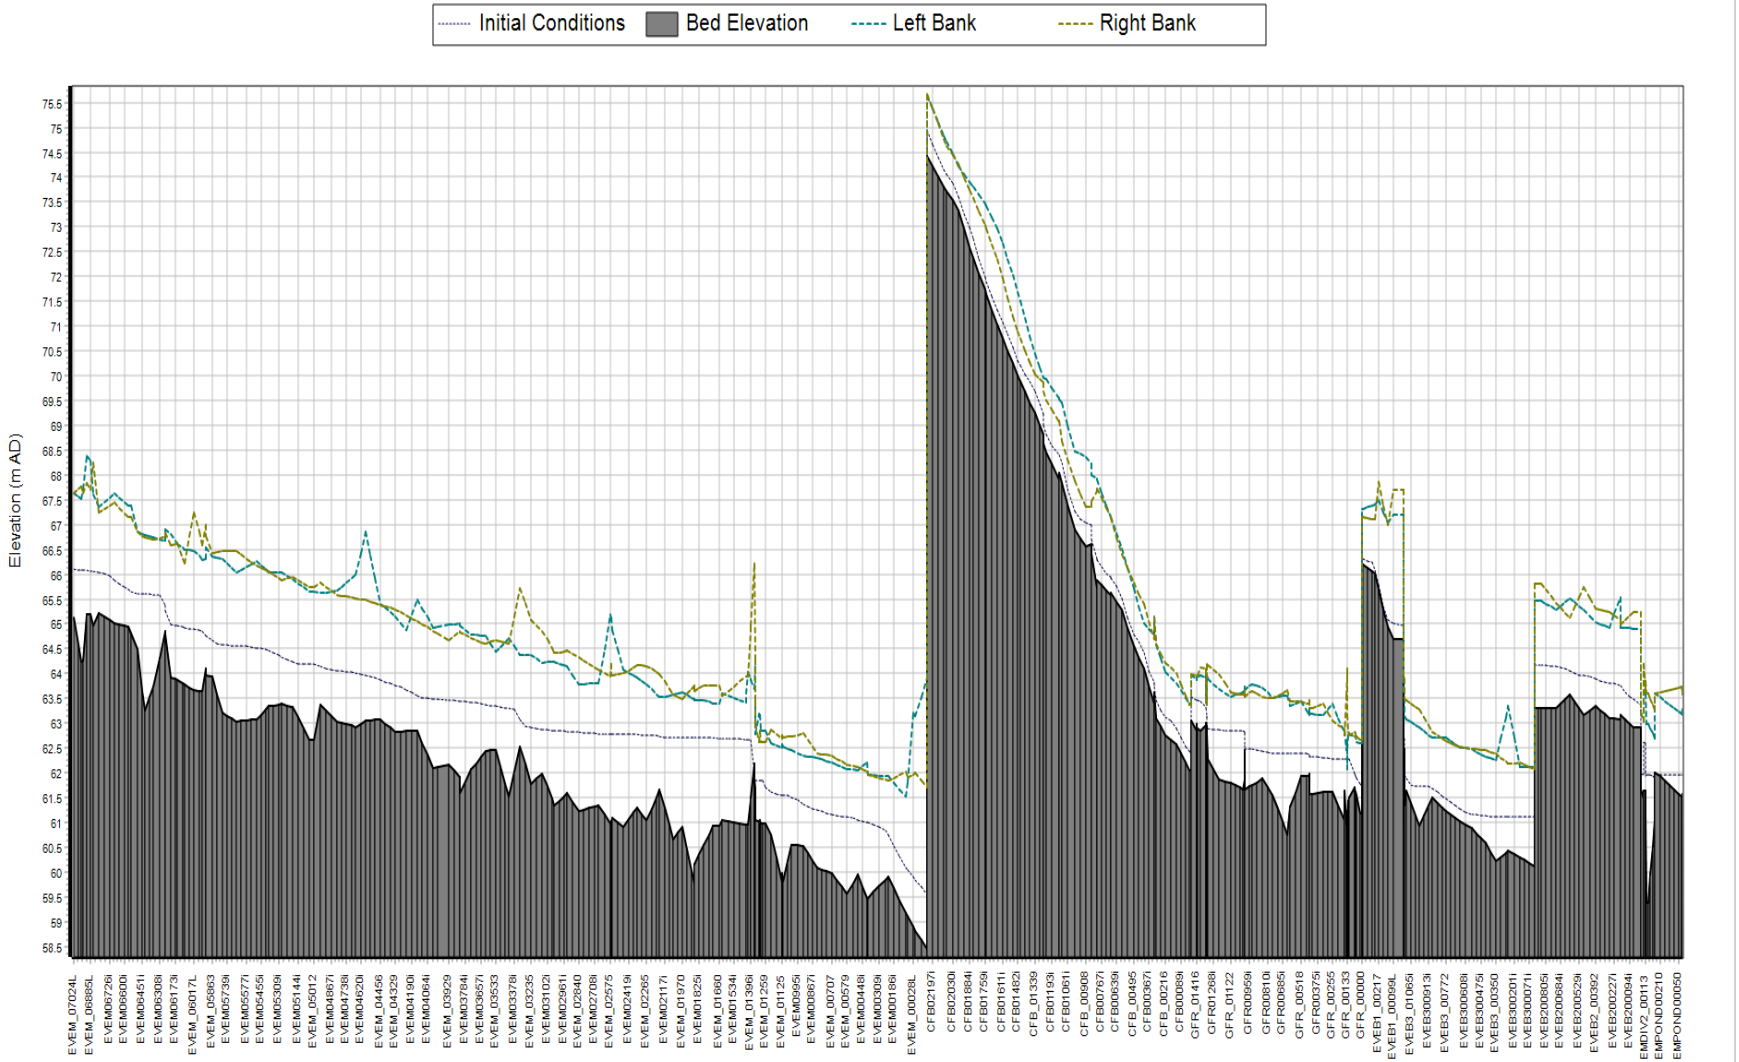

Figure 1.4: Long section plot of the FMP model
1.7.5 **Figure 1.4** represents the long section plot of the cross sections in the model.